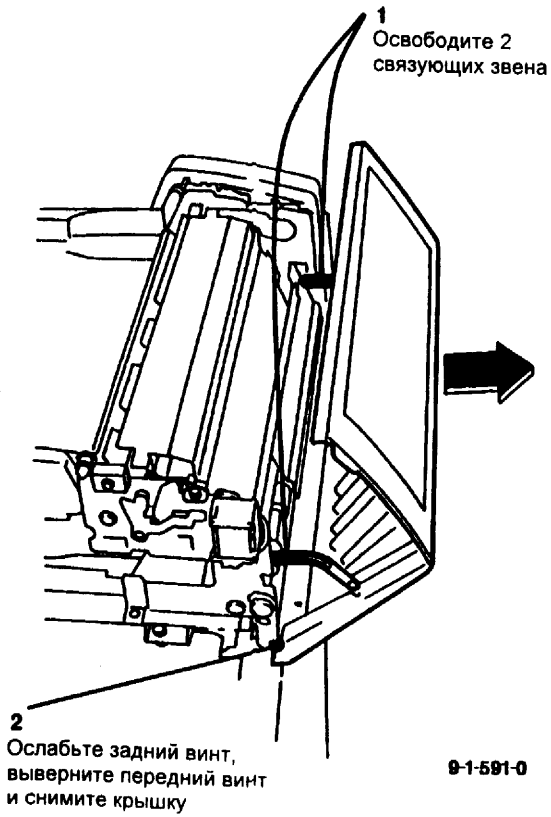

Рис. 1 Снятие крышки входной направляющей
1. (Рис. 1) Снимите крышку входной направляющей.